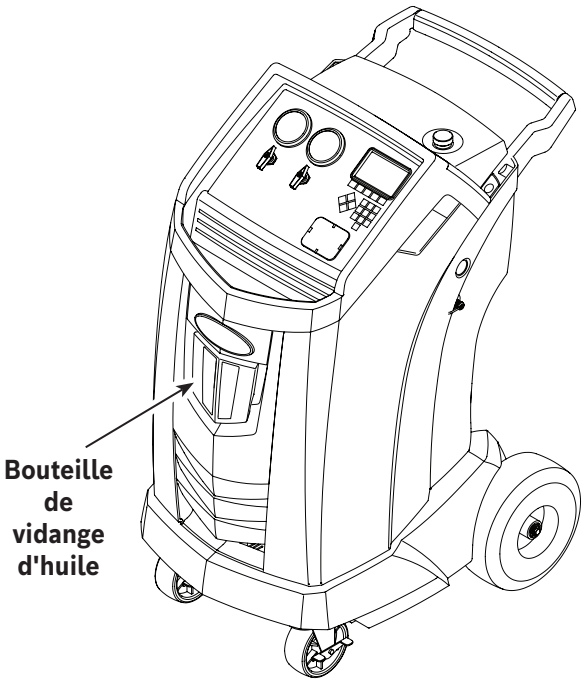

Figure 3
1. Videz la bouteille de vidange d'huile avant d'entamer une récupération. Enlevez la bouteille de vidange d'huile de la machine en tirant celle-ci tout droit vers le bas; ne faites pas de mouvement rotatif ou basculant. Réinstallez la bouteille de vidange d'huile. Reportez-vous à la Figure 3.